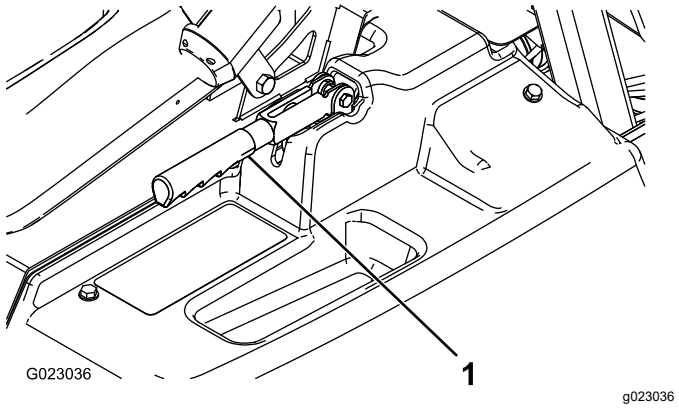

Figure 54
2. Desserrez la vis qui fixe le bouton sur le levier du frein de stationnement (Figure 54).